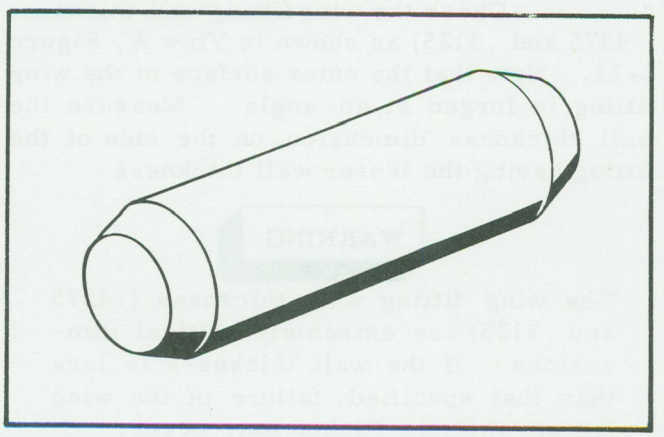

Figure 2-15 Temporary Hinge Pin
m. Align the lower spar fitting and insert the temporary hinge pin (Figure 2-15) in lower spar fitting.
e. Align the lower spar fitting and insert the temporary hinge pin (Figure 2-15) in lower spar fitting.